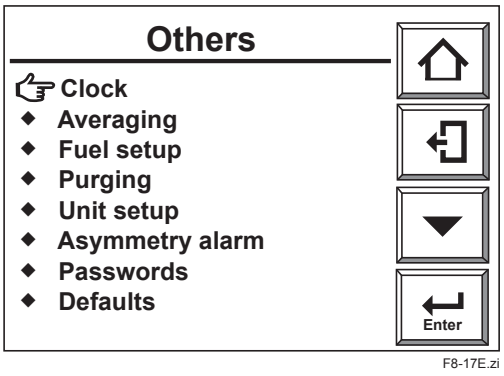

Figure 8.17 Others setting display
3) Select [Others] and the display of Figure 8.17 appears.
5) Select [Set date] and the numerical entry display appears. To enter June 21. 2004 , enter [210604]. Touch the Enter key and you revert to the display of Figure 8.17.